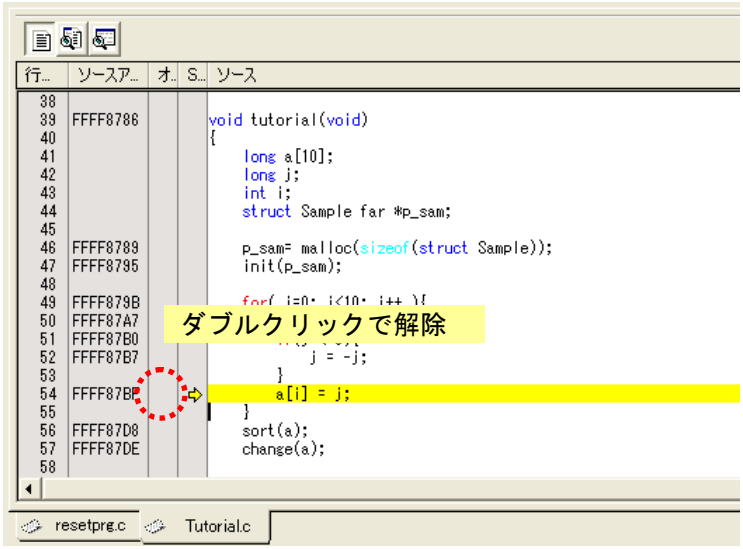

図 4.21　ブレークポイント設定の解除
(3) ブレークポイントの設定を解除するには、図 4.21のように再度青色の丸をダブルクリックします。